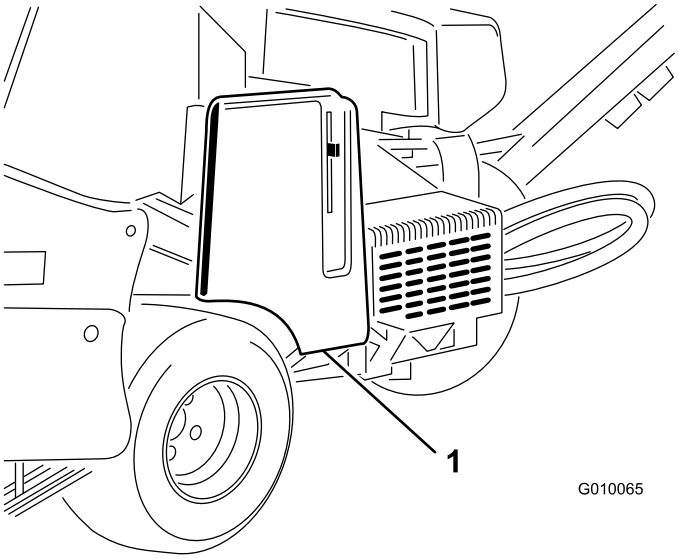

**Figur 55**
1. Lossa och ta bort remkåpan (Figur 55).